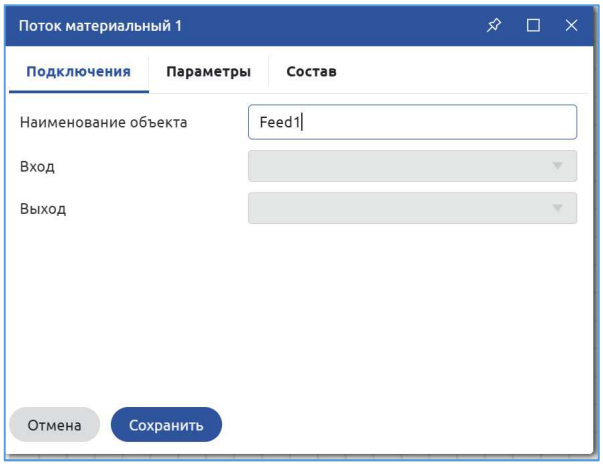

Рисунок 9. Поток. Подключения
2. Выбираем «Поток материальный 1» и двойным щелчком мыши открываем окно свойств потока. В поле «Наименование объекта» на вкладке «Подключения» изменяем название на «Feed1» и нажимаем кнопку «Сохранить» (Рисунок 9).